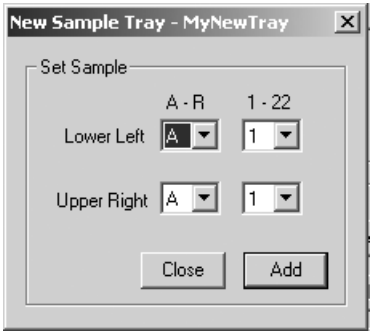

Figure 3-5. The New Sample Tray window.
7. Click **New Sample.** The New Sample Tray window appears (figure 3-5).
- **Add a new set of coordinates**—Click **New Sample.** The New Sample Tray window appears (figure 3-5). Select the coordinates in the New Sample Tray window and click **Close.**